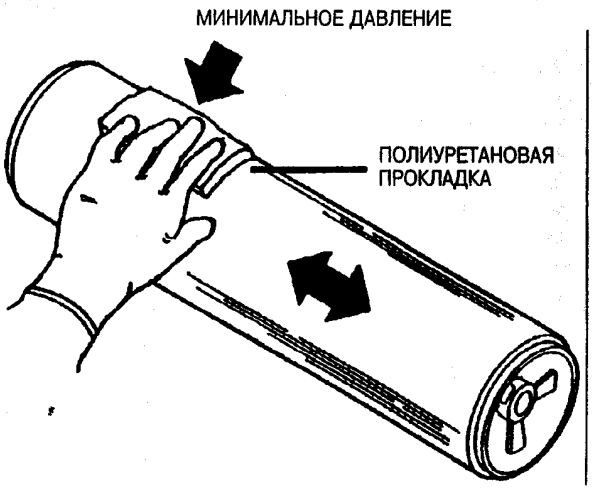

Рис. 2. Полирование барабана
9. (Рис. 2): Отполируйте барабан.